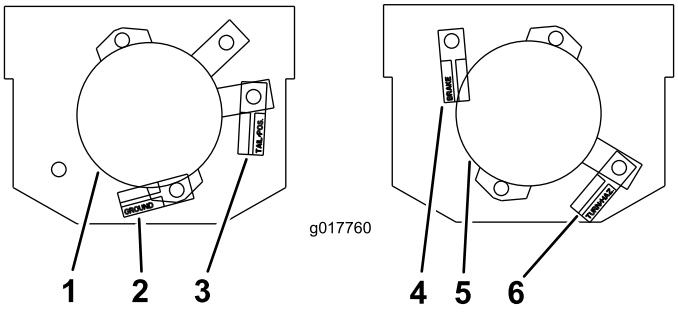
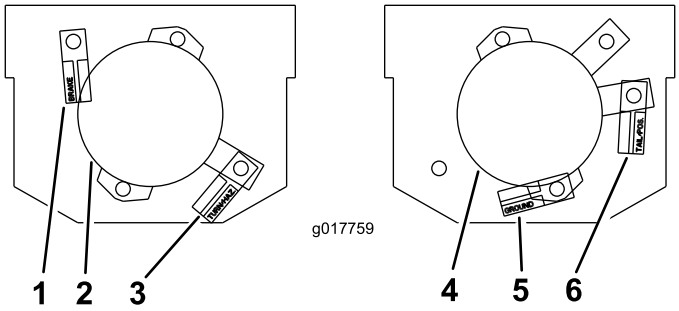

Figure 11
Figure 12
9. Plug the bullet connectors into the appropriate light terminals, positioning as shown in Figure 11 and Figure 12.